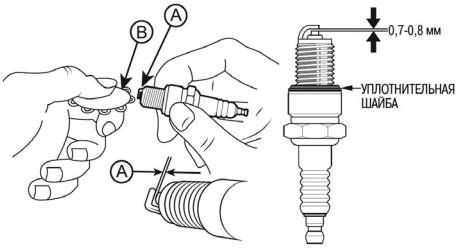

Рис. 41 Проверка межэлектродного зазора
4. Измерьте зазор А между электродами свечи зажигания специальным щупом В. Зазор должен быть 0,7-0,8 мм (Рис. 41). При увеличении, или уменьшении требуемого зазора, рекомендуется заменить свечу, так как регулировка зазора может привести к изменению качества искрообразования.